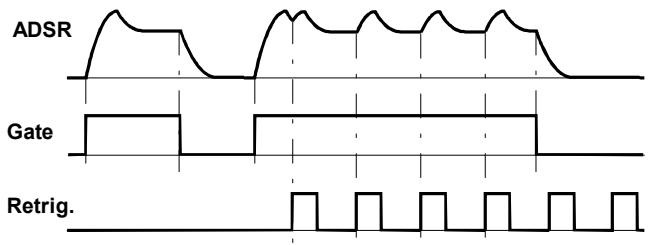

Fig. 2: Envelope re-trigger system
❷ Retrig.
Socket ❷ is the ADSR's **retrigger input**, which can be connected, for instance, to the output from an LFO. That means that *while the gate is open,* the envelope re-triggers every time it senses a pulse from the LFO (see Fig. 2).